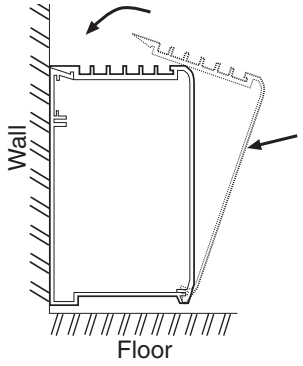

Fig. 4
17. Avant la mise sous tension, assurez-vous que le couvercle frontal est bien installé sur le carter arrière, sur toute la longueur du radiateur – Voyez la Figure 4. Ne faites pas fonctionner un radiateur sans que son couvercle frontal soit en place.
10. Remettez en place le couvercle frontal en mettant le bord avant inférieur du couvercle frontal sur le bord frontal inférieur du carter arrière et en poussant le couvercle tout droit en arrière pour verrouiller le tout. Voir la Figure 4.
10. Remettez en place les couvercles frontaux en suivant l'étape 10 de l'installation d'unité unique (Voir la Figure 4).
5. Remettez en place le couvercle frontal comme montré en figure 4, en vous assurant qu'il est bien verrouillé en place sur toute la longueur du radiateur. Rétablissez l'alimentation du radiateur et vérifiez son bon fonctionnement.